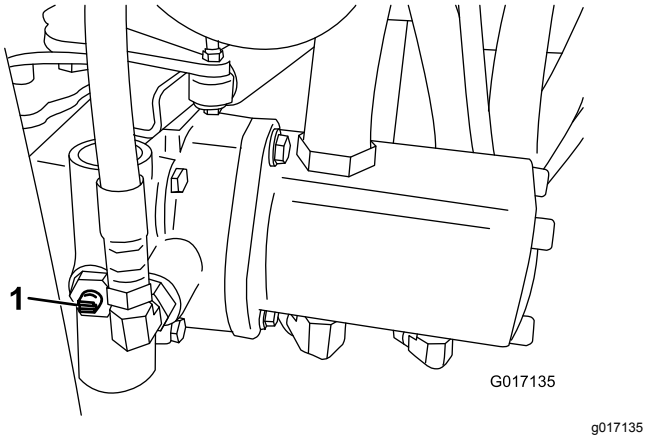

**Figur 27**
1. Lokalisera överströmningsventilen på pumpen och vrid den så att skåran är lodrät (Figur 27).
2. Stäng överströmningsventilen genom att vrida den så att skåran är vågrät (Figur 27) innan du startar motorn. Starta inte motorn när ventilen är öppen.